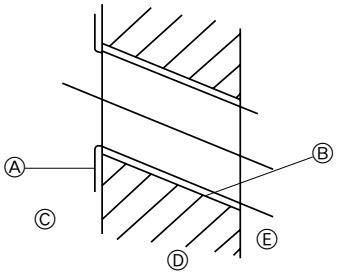

Fig. 3-2
3.1.2. Forage de l'orifice des tuyaux (Fig. 3-2)